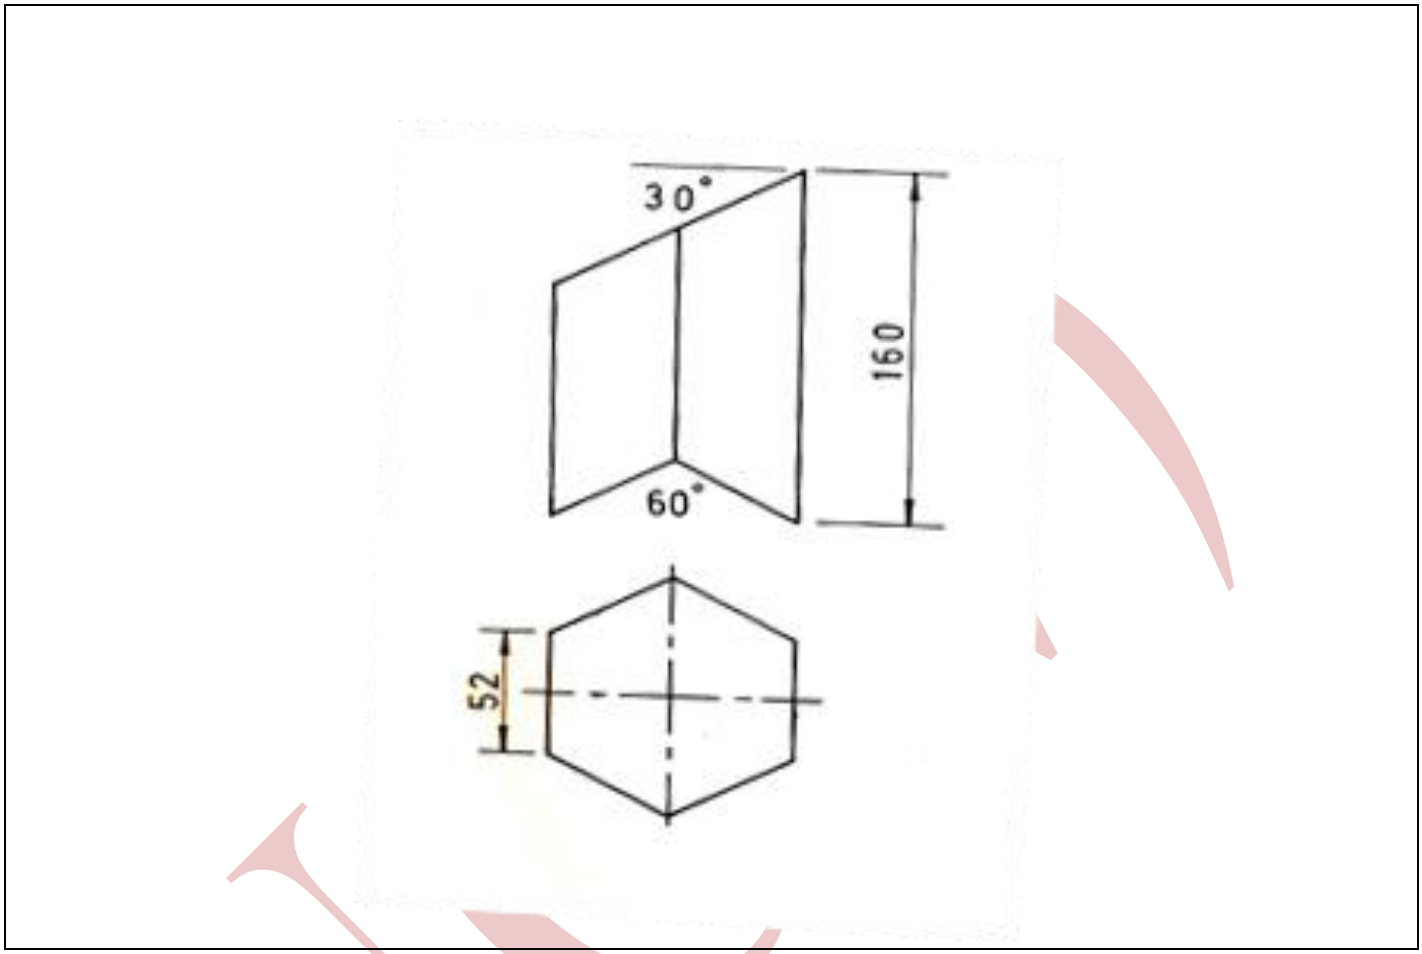

FIGURE 1
1.1 FIGURE 1 shows a hexagonal pipe with sides of 52 mm.